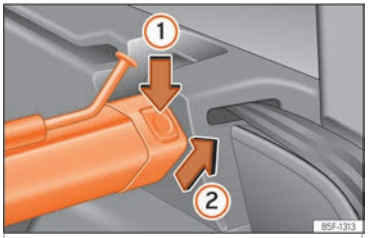

Fig. 139 Dans le coffre à bagages : démonter le filet de séparation.
- Appuyez sur la touche de déverrouillage gauche ou droite ››› fig. 139 dans le sens de la flèche ①.
- Retirez la structure du support dans le sens de la flèche ››› fig. 139 ②.
- Appuyez sur la structure sur les supports gauche et droit dans le sens contraire à la flèche ››› fig. 139 ② jusqu'à ce qu'elle s'enclenche.